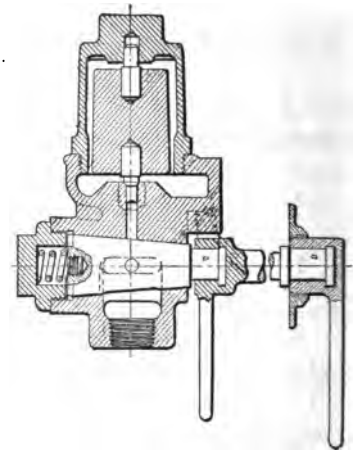

FIG. 34.—PULLMAN RETAINING VALVE, USED ON VESTIBULE CARS.
Q. What is the purpose of the extension handle (Fig. 34)?